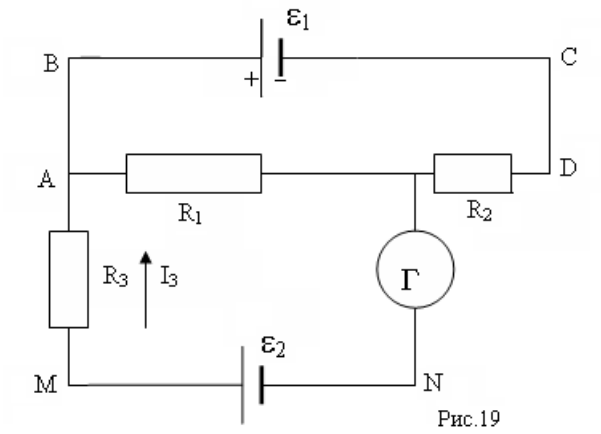

Рис.19
75. Электрическая цепь состоит из двух гальванических элементов, трех сопротивлений и гальванометра (рис.19). В этой цепи R_1=50 Ом,R_2=25 Ом, R_3=5 Ом, э.д.с. элемента ε_1=4В.Гальванометр регистрирует ток I_3=40 мА, идущий в направлении, указанном стрелкой. Определить э.д.с. ε_2 второго элемента. Сопротивлением гальванометра и внутренним сопротивлением элементов пренебречь.